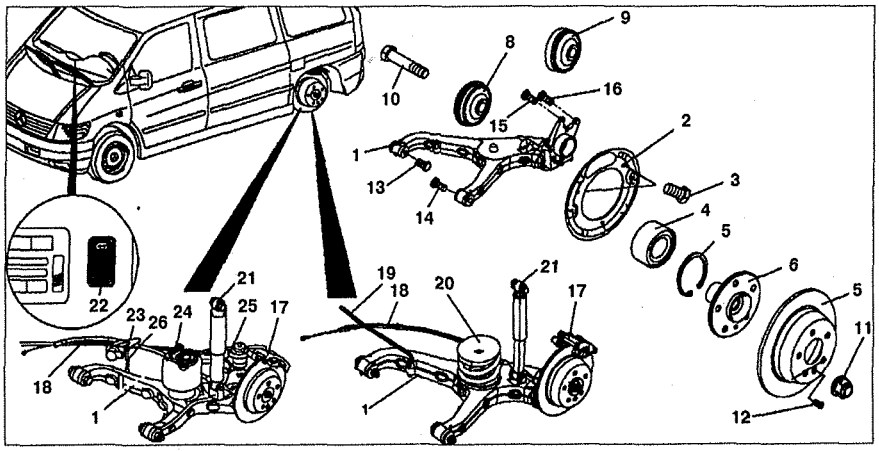

Рис. 7.13. Нижний рычаг подвески:
3. Снимите ступицу **6** (см.рис. 7.13).